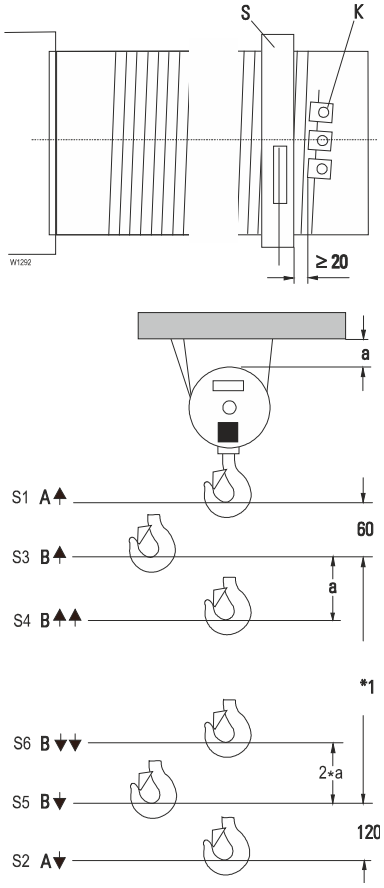

Рис. 84
4. Тип SH/SHA: Поднимите крюковую подвеску на 2 расстояния "b", см. Рис. 84, Табл. 37+Табл. 38